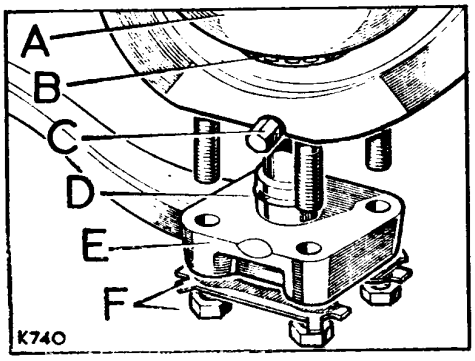

Fig. F1-47.- Brazo de acoplamiento y conjunto del pivote.
3.05.- Situar el cojinete cónico de rodillo, B (Fig. F1-47) en su alojamiento de la parte inferior del cárter del pivote, A, y la caja del cojinete dentro del cárter del pivote.